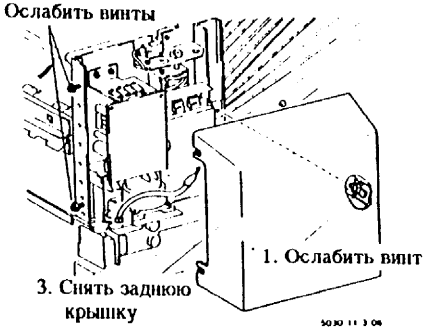

Рис. 1. Снятие задней крышки
3. (Рис. 1): Снять заднюю крышку.